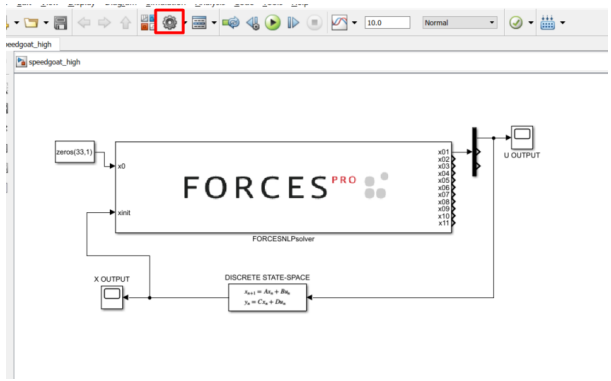

Figure 10.66: Open the Simulink model options.
7. (Figure 10.66) Access the Simulink model's options.